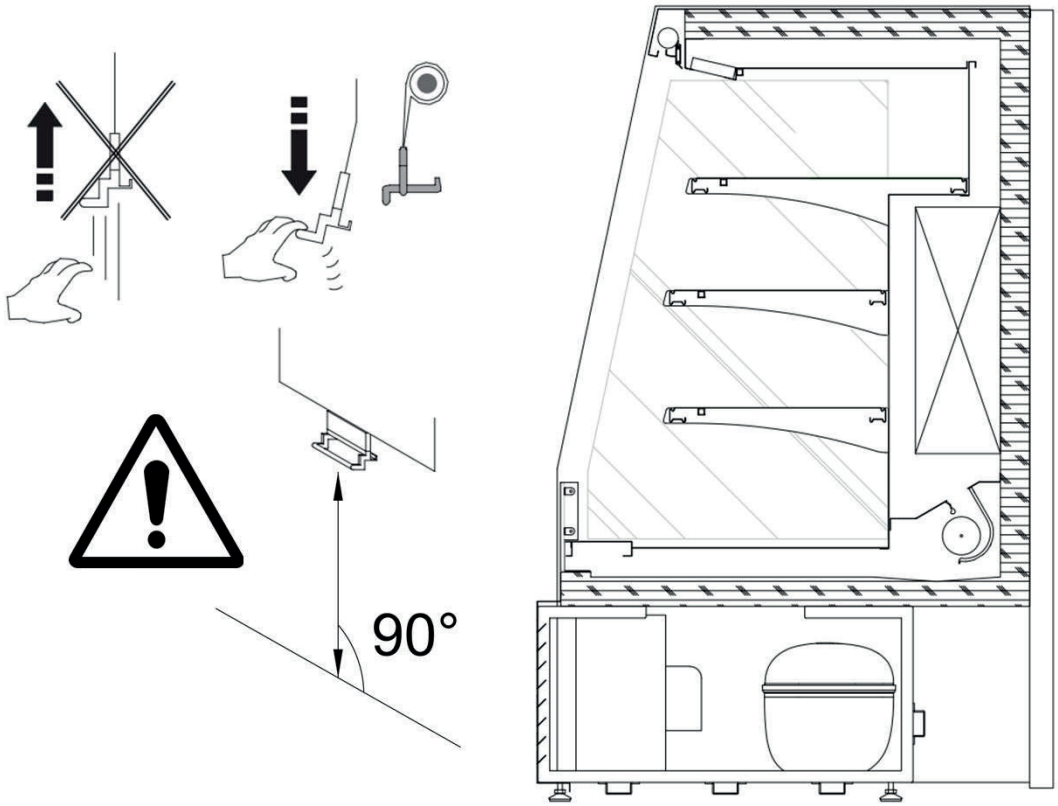

fig. 15
- Open / close the dropdown as shown in Fig. 15.